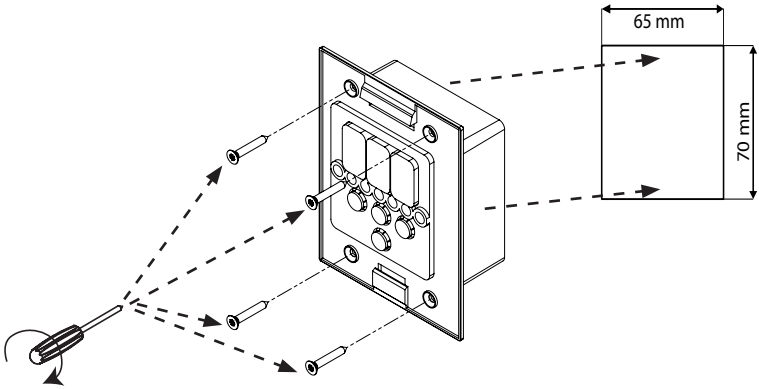
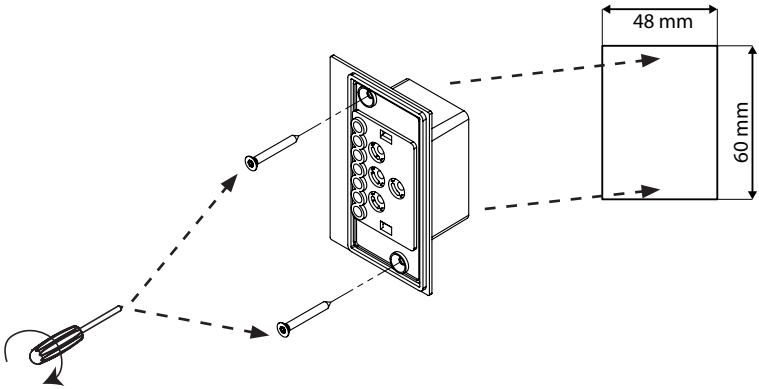

Fig. 5 Installing the Pro D control panel
Fig. 6 Installing the control panel additional output (optional)
1. Cut out the 70 x 65 or 60 x 48 mm recess using a jigsaw, for example (see **Fig. 5** and **Fig. 6)**.